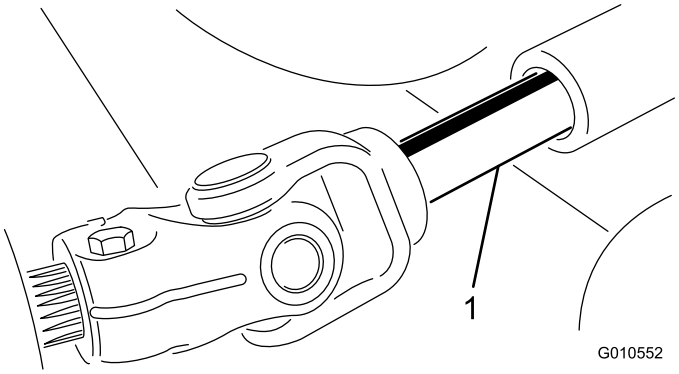

Figuur 17
4. Zet de motor af en schuif het maaidek weg van de tractie-eenheid en het draagframe. Verwijder het mannelijke en vrouwelijke gedeelte van de aftakas (Figuur 17).